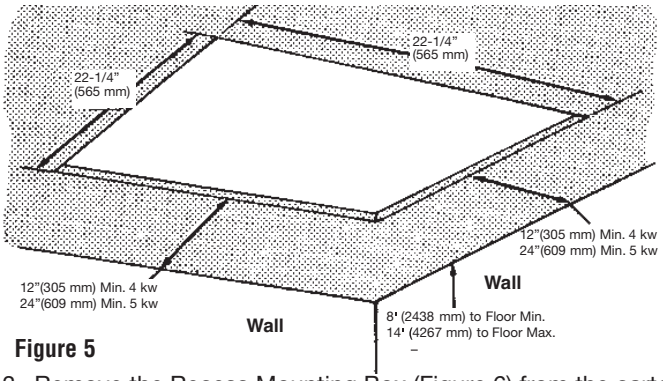

Figure 5
2. Cut a 22-1/4" x 22-1/4" (565 mm x 565 mm) mounting hole in the ceiling for the recess mounting box (Figure 5).